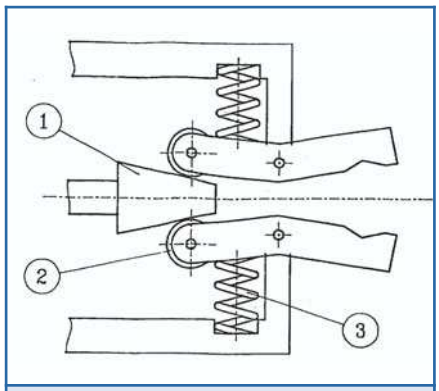

Figura 6: *Pinza con chiusura mediante camma conica*
Mediante l'avanzamento della camma, particolare (1) figura 6 si permette la chiusura delle ganasce e mediante la rotella (2) si riduce l'attrito. L'apertura si realizza con il retrocedere della camma e la chiusura mediante l'azione delle molle (3).